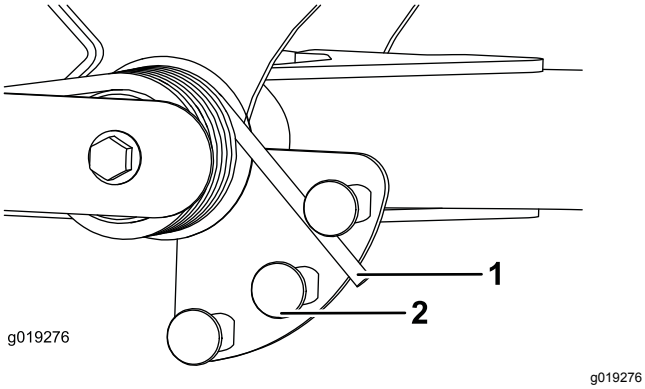

**Figur 35**
2. Sätt ett rör eller liknande på den långa fjäderänden och vrid det runt fjäderdonet till önskat läge (Figur 35).